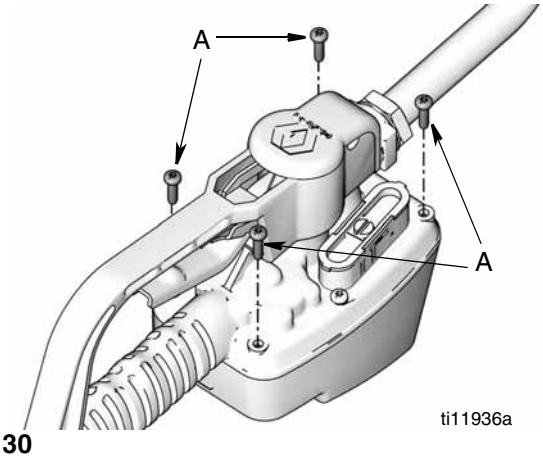

FIG. 30
2. Utilisez une clé Torx (T20) pour retirer les 4 vis de coin (A) situés en bas du compteur (FIG. 30). Conserver ces vis pour le remontage.